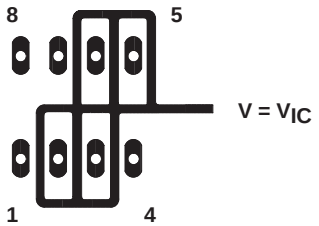

Figure 4. Isolation Metal Around Device Inputs (JG and P packages)
1. Isolate the device from other potential leakage sources.Use a grounded shield around and between the device inputs (see Figure 4). Leakages that would otherwise flow to the inputs are shunted away.